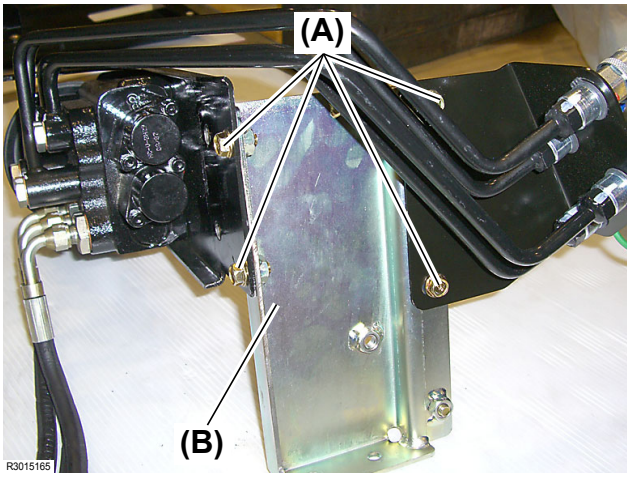

Fig. 2
2. Remove the four (4) M8 × 16 mm (L: 0.64 in.) bolts **(Fig. 2, (A))** and then the step stay **(Fig. 2, (B))**.